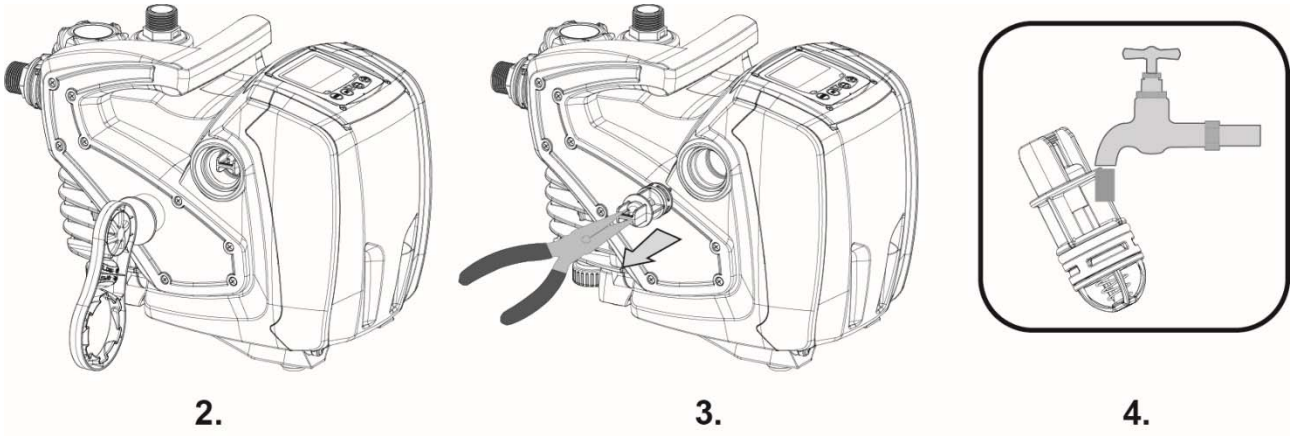

Fig. 8
2. Bruk et skrujern eller det bestemte verktøyet for å ta av luftepluggen for tilgang til tilbakeslagsventilen (fig. 8).
3. Bruk en tang og trekk ut tilbakeslagsventilens patron, uten å rotere den. Bruk den bestemte broen som feste (fig. 8). Oppgaven kan kreve en viss kraft.
5. Sett patronen inn på plass igjen. Det krever litt kraft, fordi to O-ringer må klemmes sammen (fig. 8).
6. Skru fast luftepluggen helt til den klikker på plass. Hvis patronen ikke er skjøvet helt på plass, vil det skje når pluggen skrues fast (fig. 8).